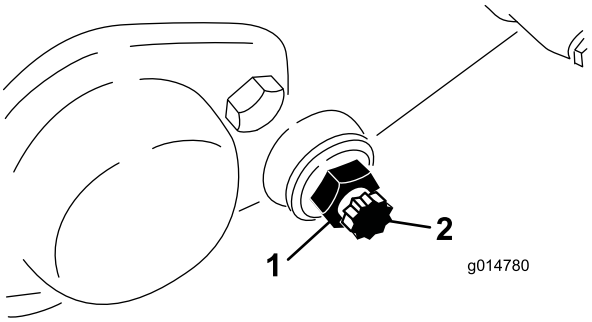

**Figur 55**
3. Løsn kontramøtrikken, som fastholder bundtværstangens bolt, på hver side af maskinen (Figur 55).
4. Afmonter bundtværstangens bolte, så bundtværstangen kan trækkes nedad og fjernes fra maskinen. Gem de 2 nylonskiver og 2 prægede stålskiver på hver ende af bundtværstangen (Figur 55).